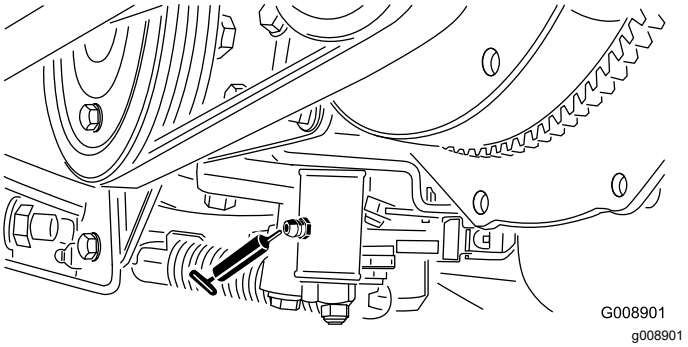

Figuur 63
- Afstelmechanisme neutraalstand (Figuur 63)